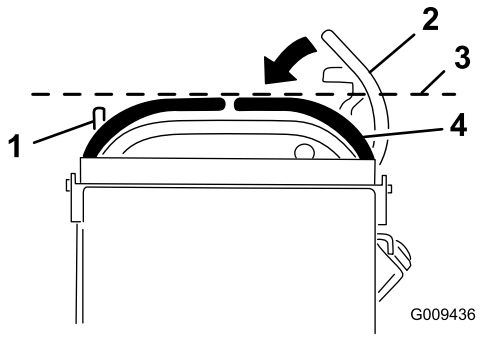

Figur 69
3. Flytta höger rörelsereglagespak nedåt, ut ur det neutrala låsläget (Figur 69).
4. Kontrollera om det är i horisontell linje med vänster rörelsereglagespak (Figur 69).